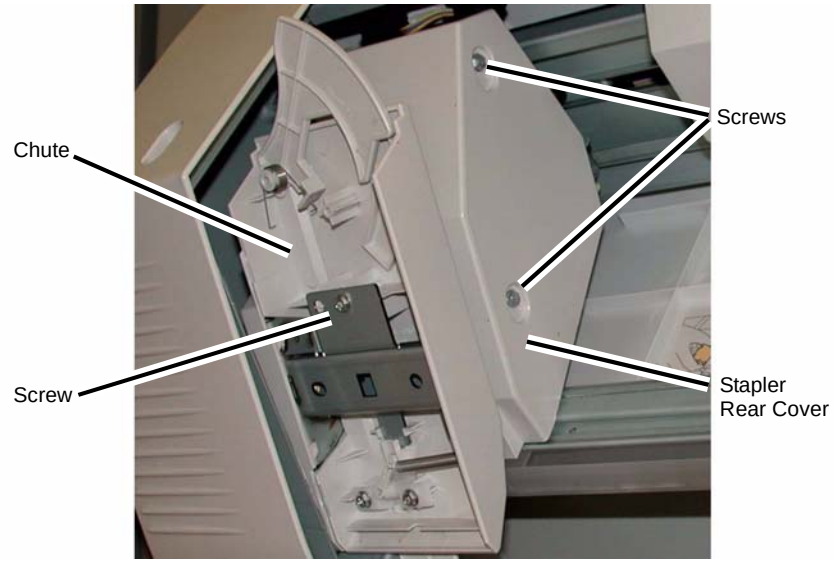

Figure 3 Removing the Chute and Stapler Rear Cover
5. Remove the Chute (Figure 3).
(1) Remove the Screw (1).
(2) Remove the Chute.
6. Remove the Stapler Rear Cover (Figure 3).